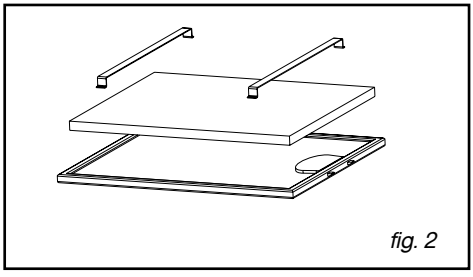

fig. 2
– Retirez les filtres cassettes (fig. 2).